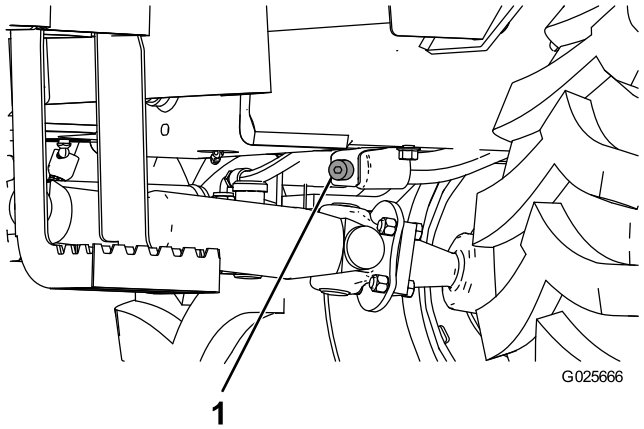

Figure 24
3. Retirez le bouchon de remplissage et le bouchon de vidange (Figure 24).